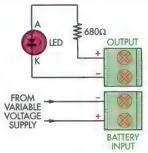

Fig.9: a 680Ω 0.25W resistor in series with a LED makes an ideal load when setting the cut-off voltage – see text.
0.25W resistor in series with a LED makes an ideal load (see Fig.9).